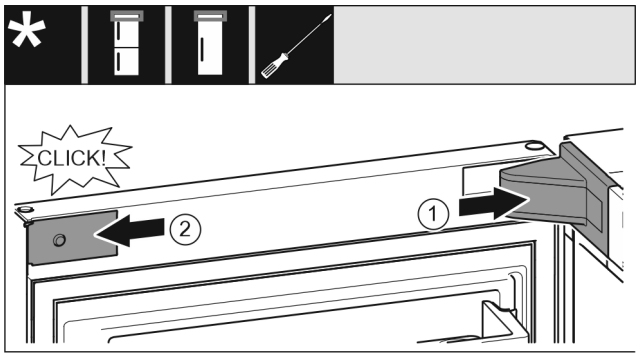

Fig. 22
▶ Namestite pokrov ležajnega podstavka *Fig. 22 (1)* in ga zaskočite, po potrebi ga previdno potisnite narazen.
▶ Namestite zaslonko *Fig. 22 (2)* in jo zataknite.